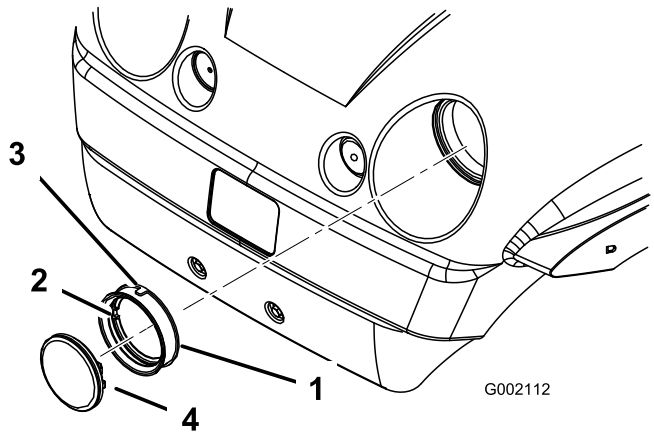

Figur 39
4. Fjern gummipakningen omkring forlygten (Figur 39). Kasser forlygten.
5. Ret hakket på ydersiden af pakningen ind med hakket på den nye forlygte (Figur 39). Lad pakningen glide over på forlygten, indtil pakningen sidder helt fast.